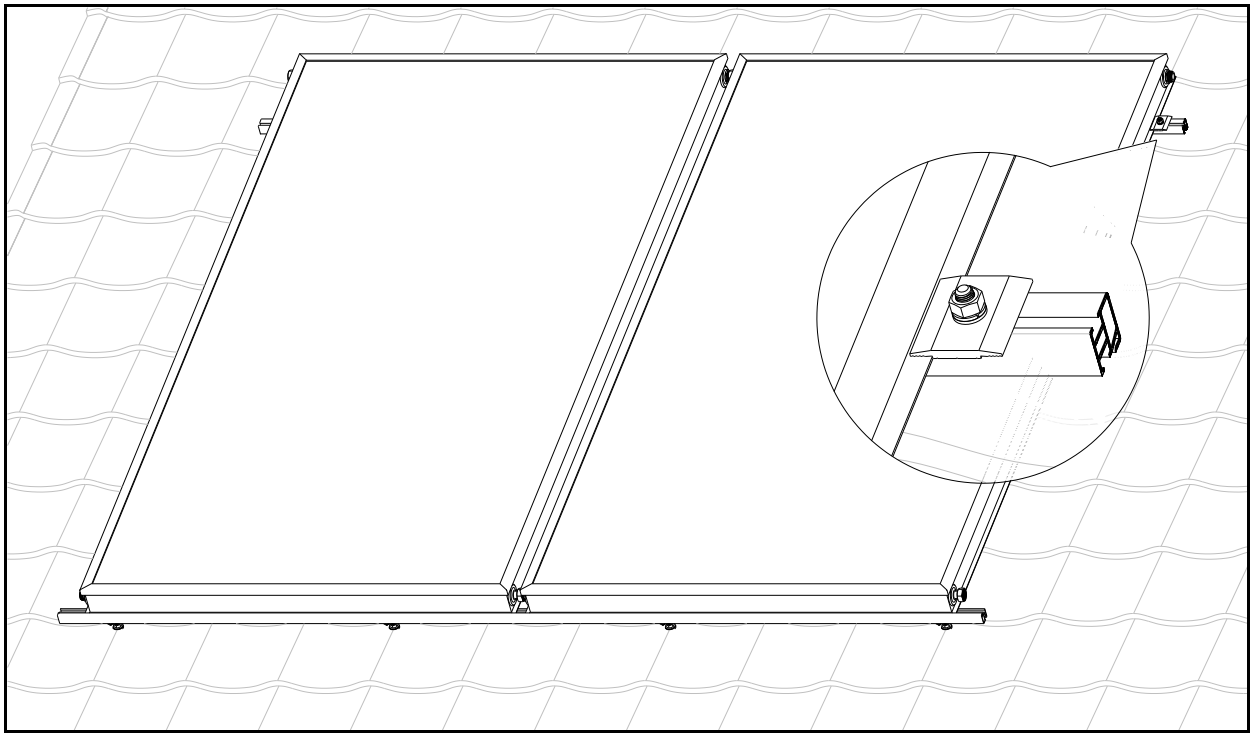

Рис. 13 Установка прижима
14) установить прижим на заключительном солнечном коллекторе (см. рис. 13).